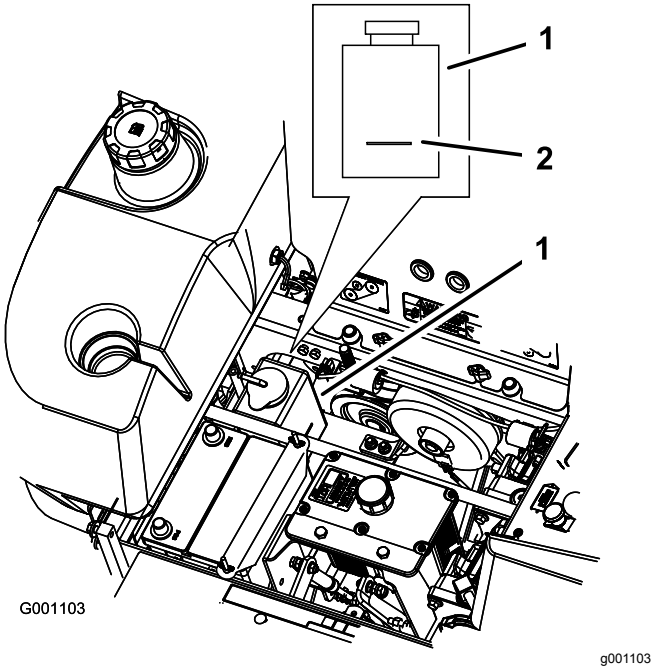

Figur 84
3. Kontrollera nivån i överströmningsbehållaren medan motorn är kall. Vätskan ska nå upp till utbuktningen på utsidan av överströmningsbehållaren (Figur 84).
4. Om kylvätskenivån är låg tillsätter du en 50/50-blandning av frostskyddsmedel med förlängd hållbarhet/Dex-Cool® och vatten i överströmningsbehållaren (Figur 84).
5. Tillsätt 50/50-blandningen till överströmningsbehållaren och fyll den upp till indikatorstrecket på behållaren (Figur 84).